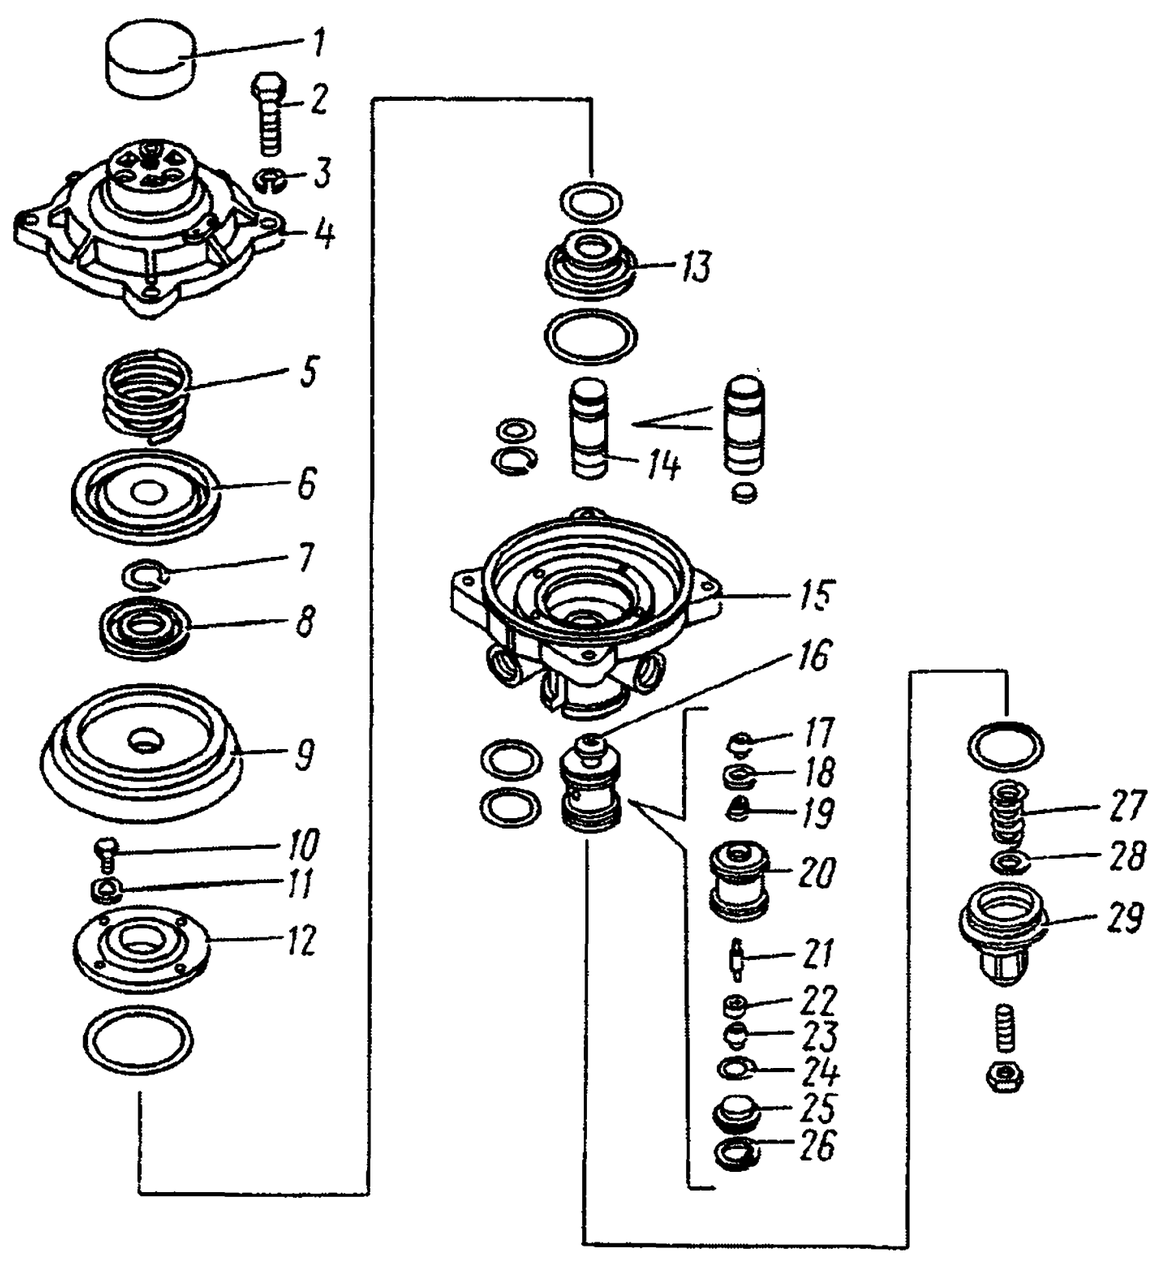

Рис. 323. Клапан управления тормозными системами прицепа с однопроводным приводом:
2. Снимите с клапана колпак *1* (рис. 323)	Отвертка